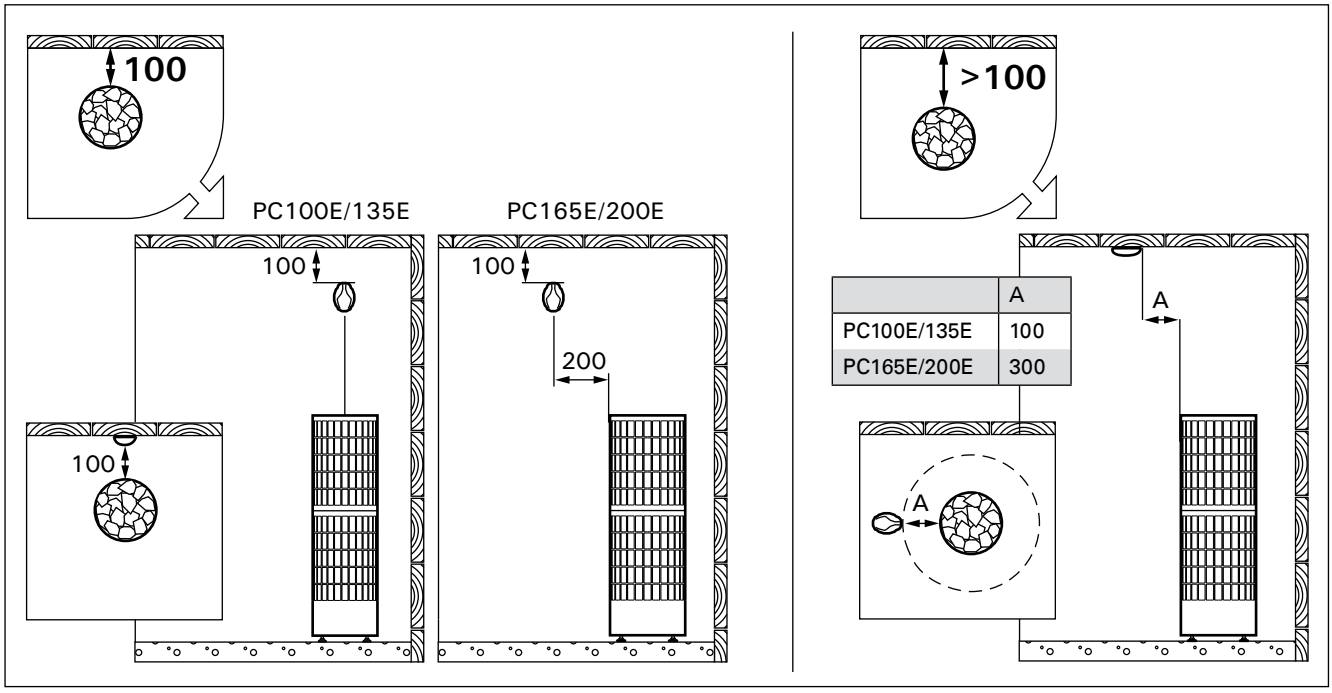

Рисунок 8. Установка датчиков (все размеры приведены в миллиметрах)
- Установите датчик на стену сауны, как показано на рис. 8. При установке каменки от стены далее, чем 100 мм, датчик должен быть установлен на потолке.